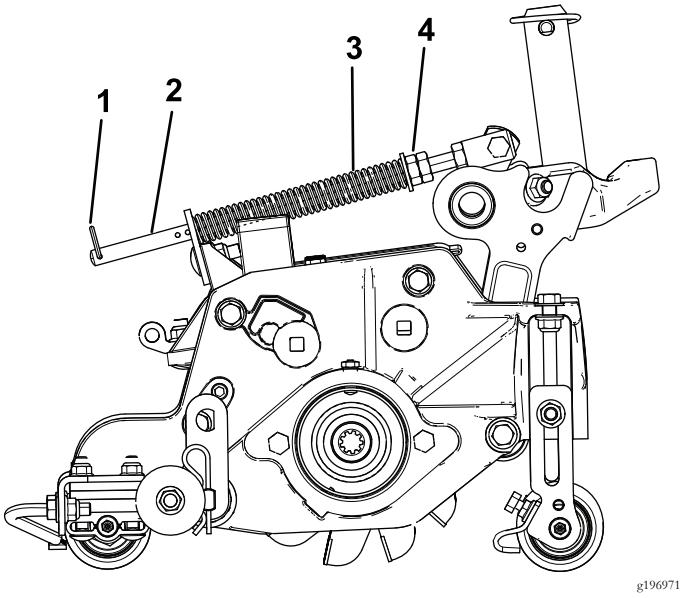

Figuur 15
1. Monteer de borgpen in de achterste opening in de veerstang (Figuur 15).
2. Draai de zeskantige moeren op het voorste uiteinde van de veerstang vast totdat de lengte van de samengedrukte veer 15,9 cm bedraagt (Figuur 15).